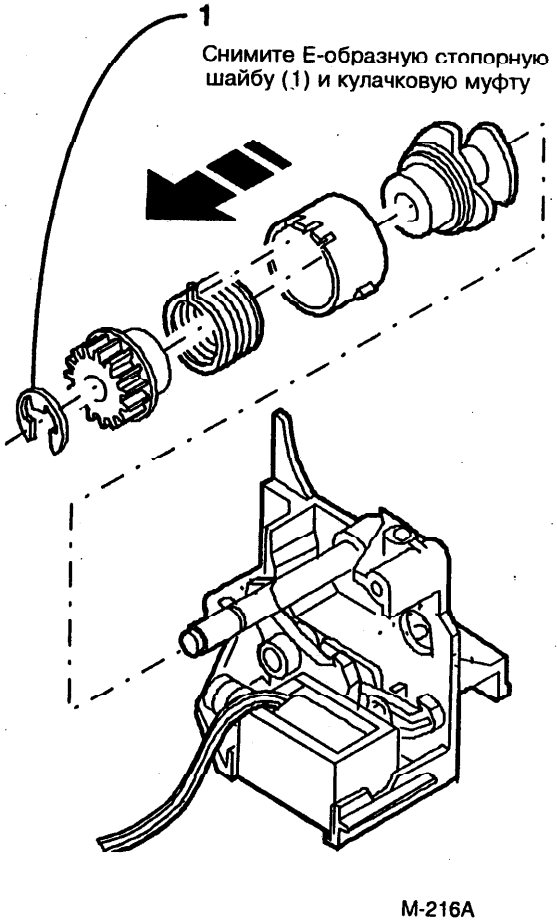

Рис. 2. Снятие кулачковой муфты альтернативного лотка
3. (Рис. 2): Снимите кулачковую муфту.